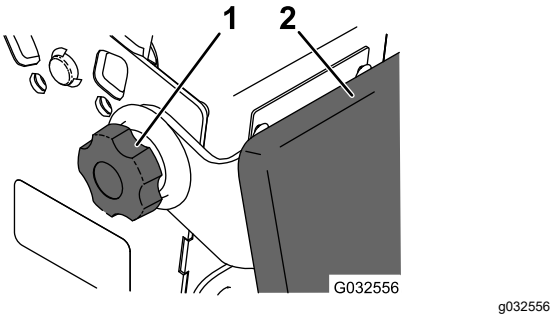

Figura 32
2. Afloje los pomos en cada lado de la máquina (Figura 32).